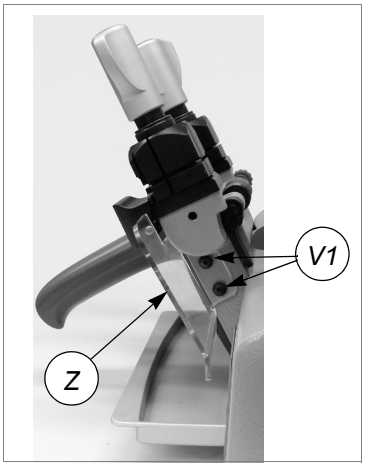

Fig. 28
2) Loosen the two screws (V1) and remove the swarf protection (Z) (fig.28).